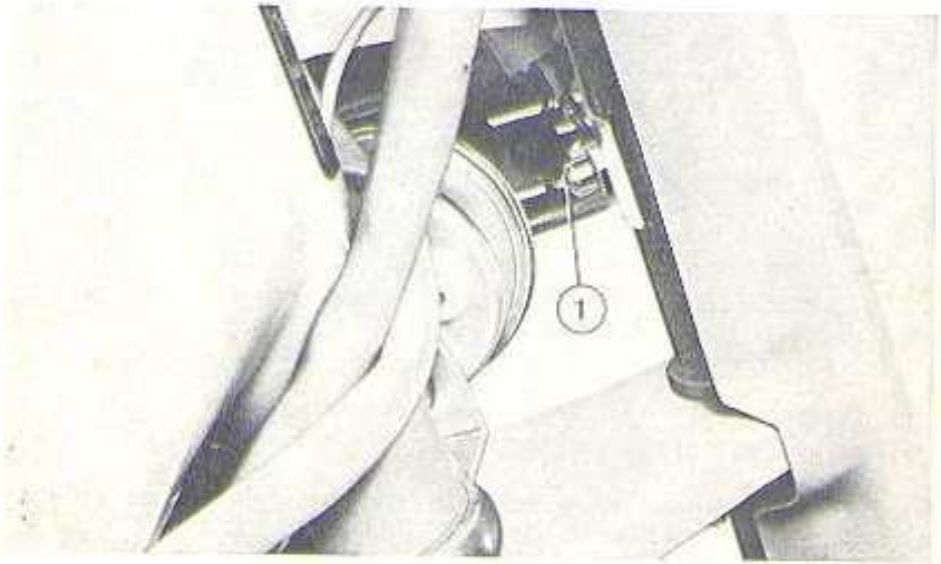

Fig. 9
Sur les MOBYLETTES munies d'une fourche télescopique, graisser légèrement celle-ci avec une pompe à pression, par l'intermédiaire des graisseurs (1) qui se trouvent à l'arrière de chaque montant avec de la **graisse BP ENERGREASE C 3 G** (Fig. 9).